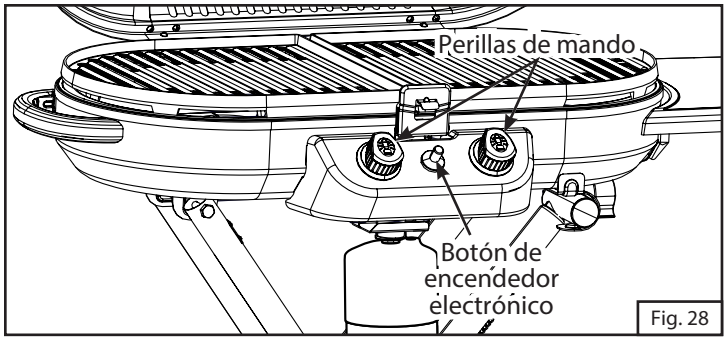

Fig. 28
1. Empuje y gire la perilla de mando 90 grados en sentido contrario al de las manecillas para abrirla, y luego oprima el botón del encendedor varias veces hasta que se encienda la hornalla. (Fig. 28 y Fig. 29)